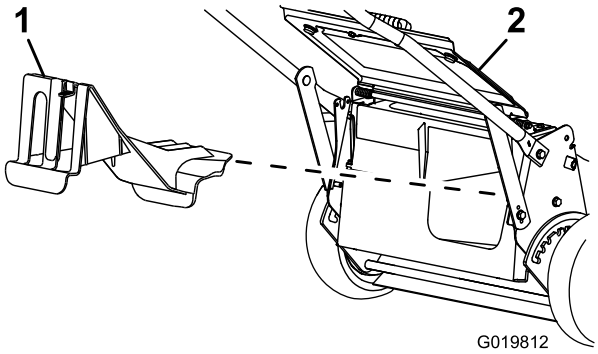

Figura 24
- Se il coperchio di scarico posteriore non è installato, afferratelo dalla maniglia, sollevate il deflettore posteriore e inseritelo nel condotto di scarico posteriore fino a bloccare il fermo in posizione; vedere Figura 24.
2. Rimuovete il coperchio di scarico posteriore abbassando il fermo con il pollice ed estraendo il coperchio dalla macchina (Figura 24).